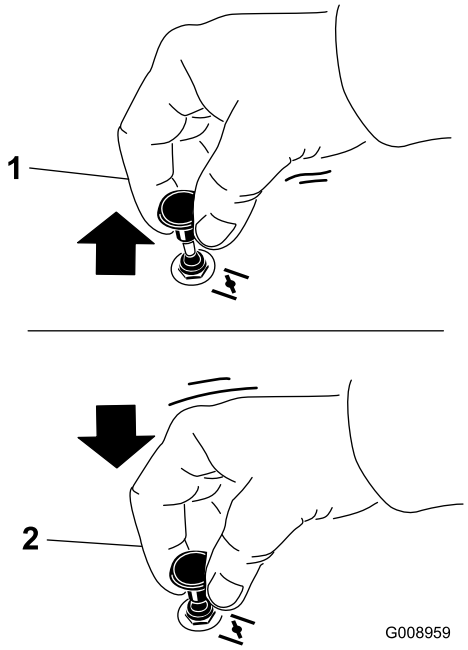

Figur 13
2. Dra opp chokeknappen for å koble til choken før du bruker tenningsbryteren (Figur 13).
3. Dra ned choken for å koble den fra når motoren har startet (Figur 13).